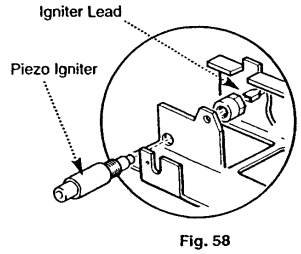

Fig. 58
1. Pull the igniter lead off the piezo and undo the plastic locknut. Remove the piezo igniter unit (Fig. 58).